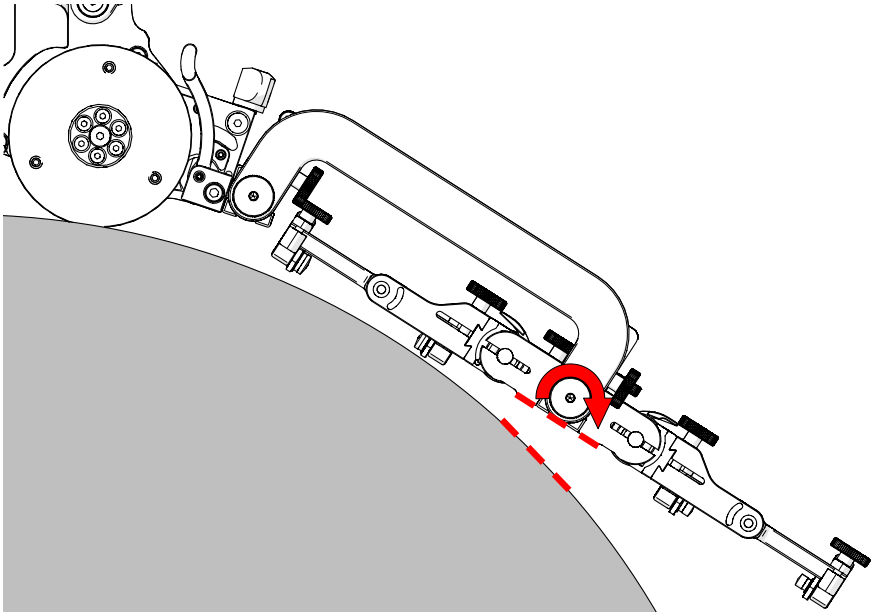

Fig. 166 - Align probe holder tangent with scan surface
6. Loosen the front rotational adjustment knob *(Fig. 166)* to align the frame bar parallel with the scan surface *(Fig. 167)*.